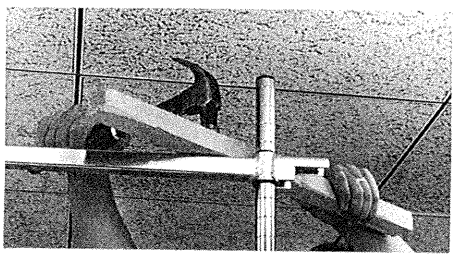
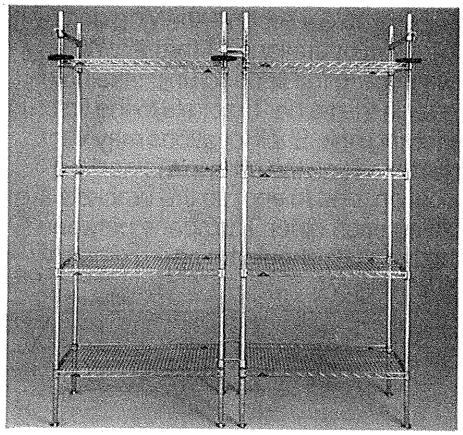

FIG. 12
FIG. 13
12. On the two outer ends, opposite the tie bar brackets, count down five grooves (groove #82) from the top of each post and place a pair of split sleeves on each of these grooves. Next, slide an end bracket bar down over the posts and onto sleeves. Be certain to have the extended end of the bar on the same side of the unit as the 5 1/2" donut bumpers. Seat as per Note 1 (Fig. 12 and Fig. 13).